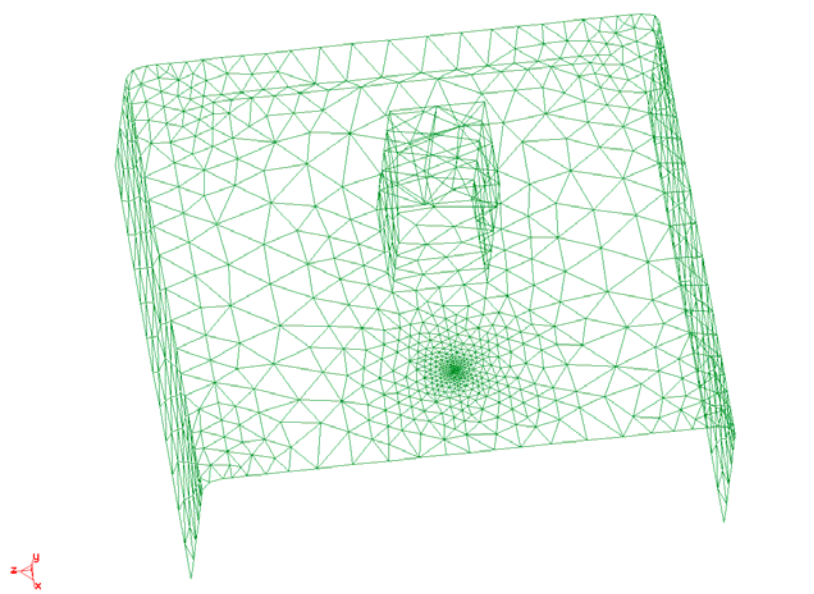

Figure 6. Mesh with the elements concentrated around a point, with a size gradient of 0.8.
11. The size gradient (0.4) results in a higher density around the point (see Figure 6).